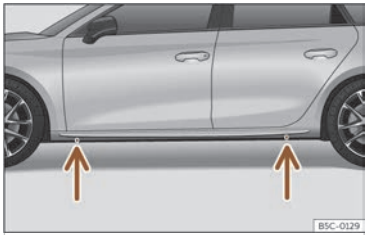

Fig. 258 Jack position points.
- Look on the crossbar for the mark of the jack support point (sunken area) closest to the wheel to be changed ››› **Fig. 258**.